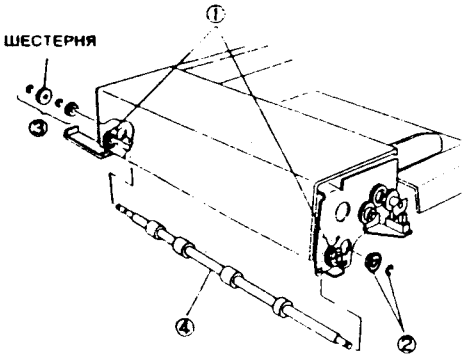

Рис. 3
8. (Рис. 3) Снимите ролик регистрации ADF.